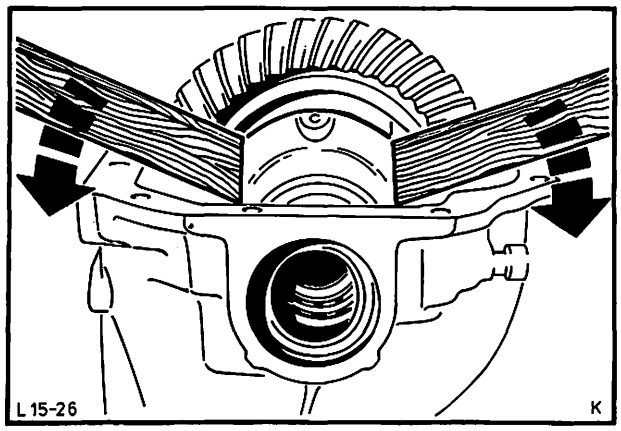

Abb. 47 Ausgleichgetriebe aus dem Achsgehäuse heben
6. Beide Lagerdeckel – Ausgleichgetriebe abbauen (4 Schrauben) und Ausgleichgetriebe mit zwei angespitzten Vierkanthölzern aus dem Achsgehäuse heben. Abb. 47.